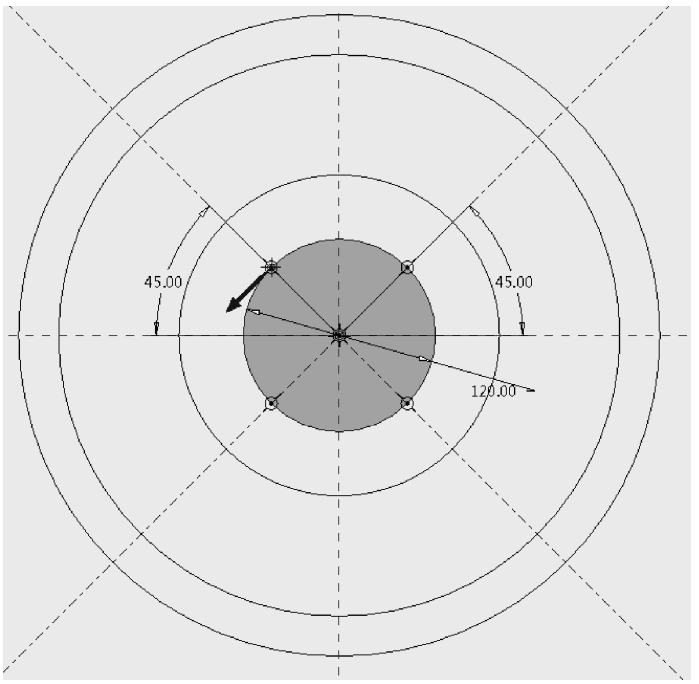

图 3-45 混合特征的第一个截面图形
(4) 绘制一个直径为 120.00 的圆，并添加两条中心线作为参考，然后单击【草绘】选项卡中的【分割】按钮，插入 4 个分割点，将圆形混合截面分割成 4 段(起始点及其方向如图 3-45 所示)，作为混合特征的第一个截面图形。
(5) 单击【草绘】选项卡中的 ✔ 按钮，退出草绘状态。